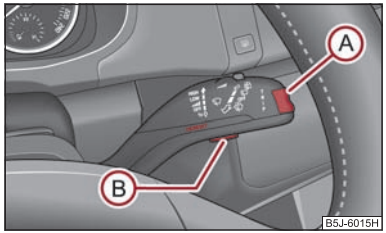

Fig. 21 Pantalla informativa: Elementos de mando
– **MAIN MENU (MENÚ PRINCIPAL)** se activa pulsando la tecla basculante Ⓐ ⇒ fig. 21 durante más de 1 segundo.